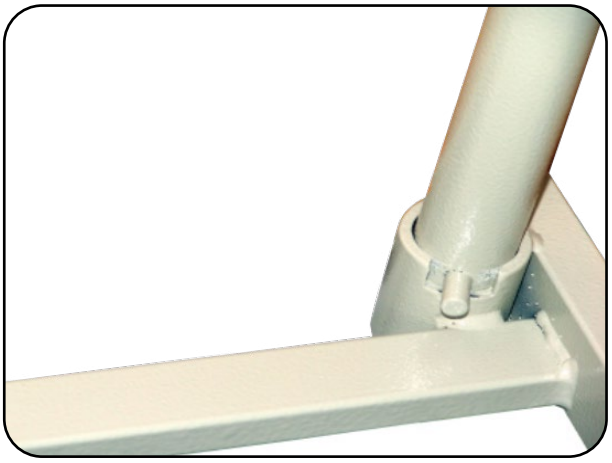

Abb. 6.3.01 - Aufrichteraufnahmen für Aufrichter (hier: Rundrohr) und Transportsicherung
2. Stecken Sie den Aufrichter wahlweise links oder rechts in eine der kopfseitigen Aufnahmen ein (Abb. 6.3.01). Achten Sie darauf, dass der Bolzen des Aufrichters vollständig in der Ausklinkung der Aufrichteraufnahme steckt.